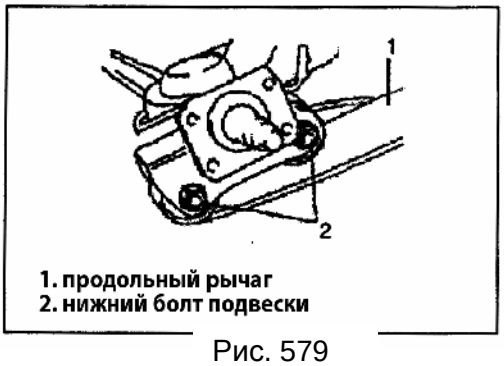

Рис. 579
13) Ослабьте нижнюю гайку продольной тяги не снимая болта (Рис. 579).